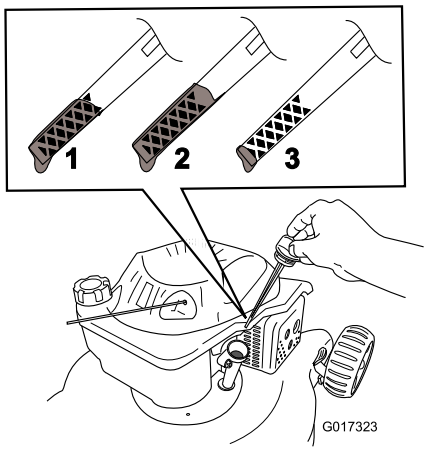

Figur 10
2. Fjern peilestaven (Figur 10).
3. Hell olje **sakte** inn i oljepåfyllingsrøret til oljenivået når **Full**-merket på peilestaven (Figur 10). **Fyll ikke på for mye.** Maks. påfyll: 0,55 l, type: rensende SAE 10W-30-olje med API-serviceklassifisering SF, SG, SH, SJ, SL eller høyere.
1. Ta ut peilestaven, rengjør den og sett den deretter på plass igjen (Figur 10).
2. Ta ut peilestaven, og kontroller oljenivået (Figur 10). Hvis oljenivået er lavere enn **Add**-merket på peilestaven, hell olje **sakte** inn i oljepåfyllingsrøret for å heve oljenivået til **Full**-merket på peilestaven. **Fyll ikke på for mye.** (Maks. påfyll: 0,55 l, type: rensende SAE 10W-30-olje med API-serviceklassifisering SF, SG, SH, SJ, SL eller høyere.)